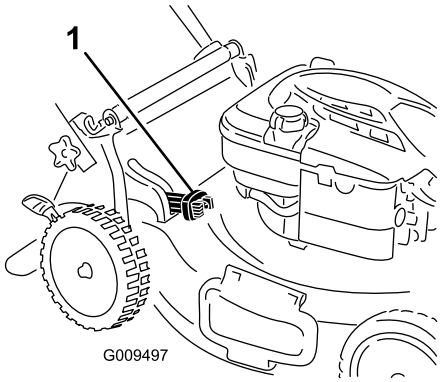

Figur 18
- Om du vill samla upp gräs- och lövklipp trycker du på knappen på uppsamlingspåsens snabbutlösarspak och för spaken framåt till dess att knappen på spaken hoppar upp (Figur 18).